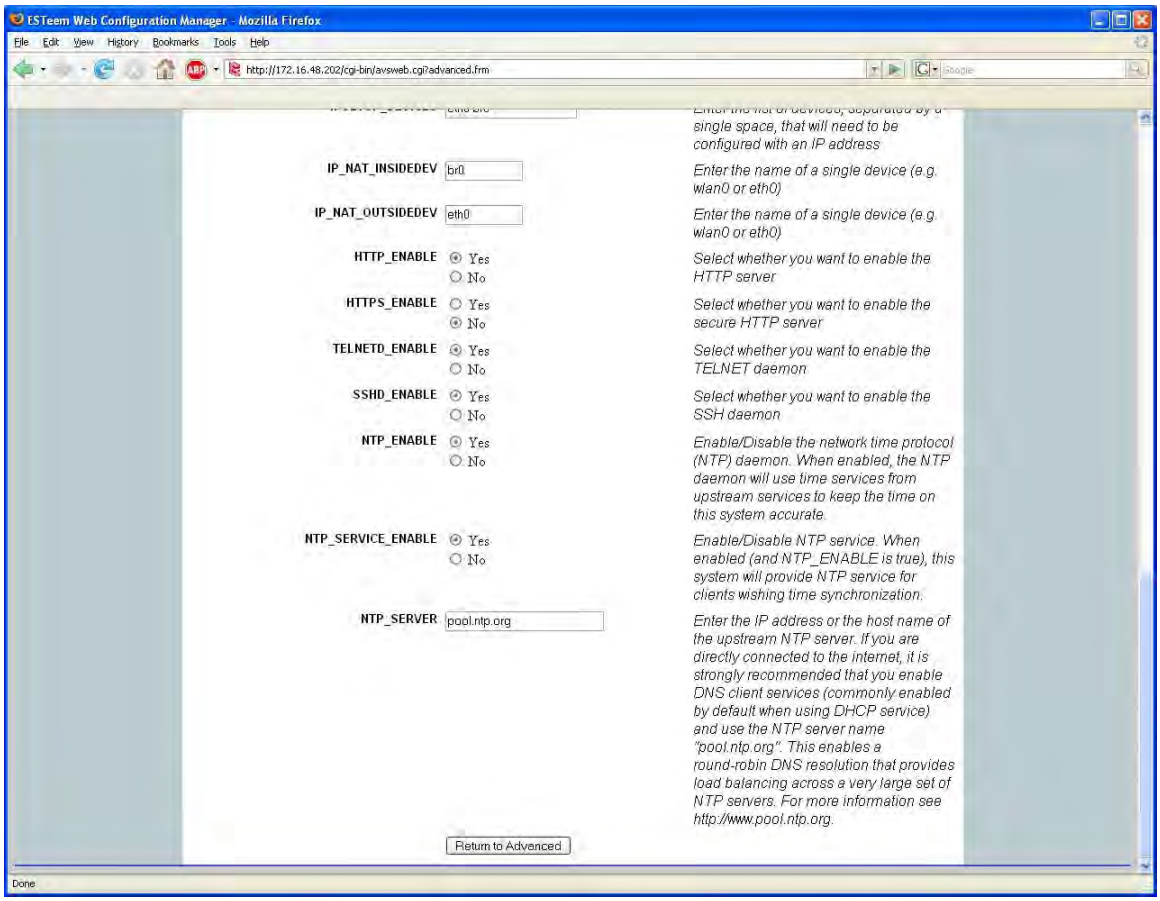

Figure 12: NTP Settings
3. The NTP daemon is enabled by selecting YES for **NTP ENABLE** (Figure 12). When enabled, the NTP daemon will use time services from upstream services to keep the time on this system accurate.
4. Next, the **NTP SERVICE ENABLE** should be configured to "YES," if you want to allow the system to provide NTP service for clients wishing time synchronization (Figure 12).